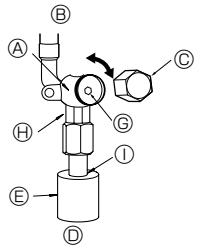
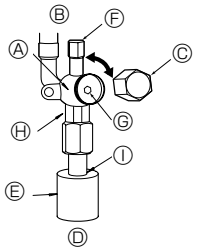

Fig. 4-5
Fig. 4-6
(1) Lado del gas de P100-P140 (Fig. 4-5)
① Abrala tapa y gire la varilla de válvula hacia la izquierda hasta su tope, utilizando una llave hexagonal de 5 mm. Deje de girar cuando llega al tope. (ø15,88: Aproximadamente 13 revoluciones)
② Cerciórese de que la válvula de parada esté completamente abierta y enrosque la tapa en su posición original.
(2) Lado del líquido de P100-P140 (Fig. 4-6)
① Abra la tapa y gire la varilla de válvula hacia la izquierda hasta su tope, utilizando una llave hexagonal de 4 mm. Deje de girar cuando llega al tope.